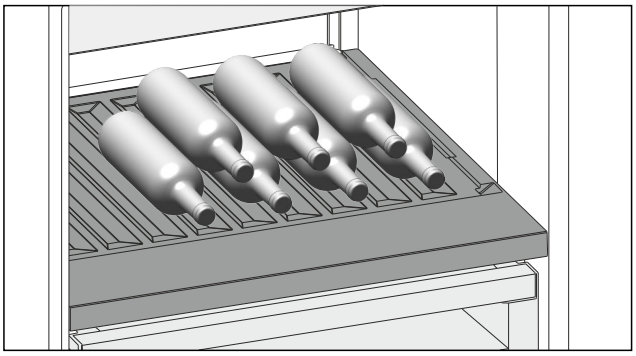

Fig. 108
▶ Introduceți sticlele cu fundul în spate, către peretele posterior. (vezi Fig. 108)